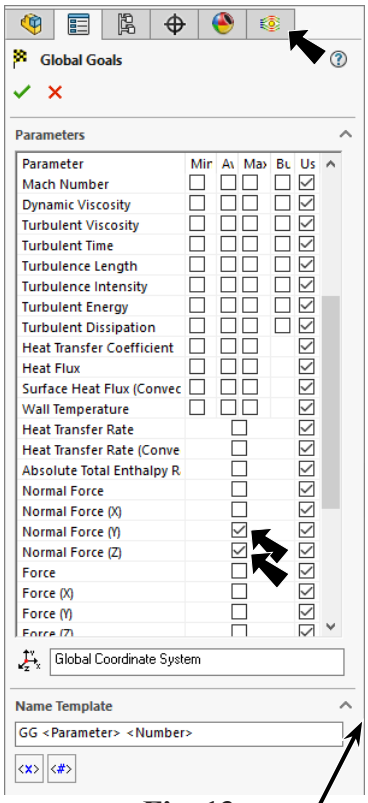

Fig. 13
Step 2. Click the **Flow Simulation tab** in the Feature Manager, **Fig. 13**.
Step 4. Drag the edge of the Feature Manager to the right to expand, **Fig. 13**.
scroll down the Parameters to **Force (Y)**, **Fig. 13**